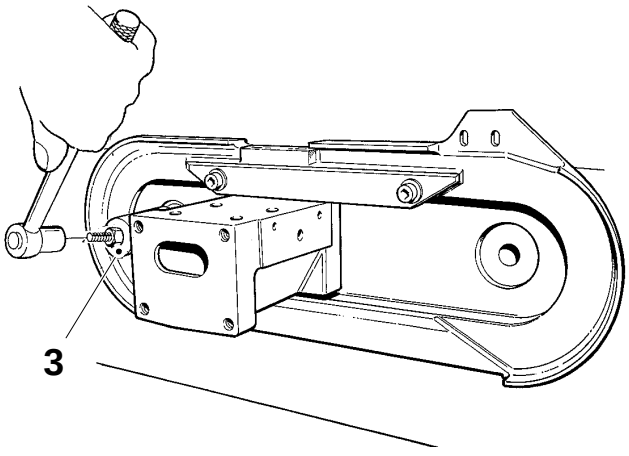

Fig. 3
d) Fit the axle pin (3). Torque 90 – 95 Nm, see fig. 3.